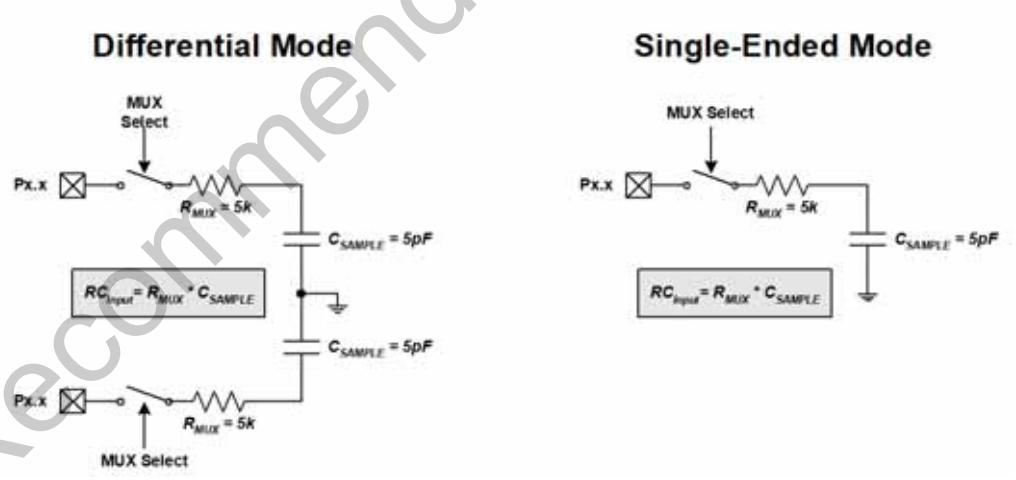

Figure 5.5. ADC0 Equivalent Input Circuits
Figure 5.5 shows the equivalent ADC0 input circuits for both Differential and Single-ended modes. Notice that the equivalent time constant for both input circuits is the same. The required ADC0 settling time for a given settling accuracy (SA) may be approximated by Equation 5.1. When measuring the Temperature Sensor output or V_{DD} with respect to GND, R_{TOTAL} reduces to R_{MUX}. See Table 5.1 for ADC0 minimum settling time requirements.